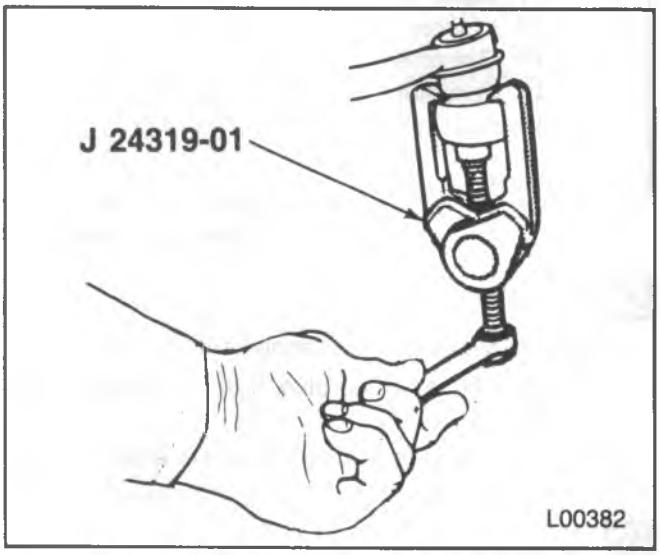

Figure 5—Separating Steering Linkage
3. Idler arm (1) from the relay rod (2). Use J 24319-01 (figure 5).
1. Inner tie rod (3) from the relay rod (2). Refer to "Tie Rod Replacement" in this section.
2. Nuts from the idler arm (1) and pitman arm (5) or relay arm (11) ball studs at the relay rod (2).
3. Relay rod (2) from the idler arm (1). Use J 24319-01 (figure 5).
4. Relay rod (2) from the pitman arm (5) or relay arm (11). Use J 24319-01 (figure 5).
2. Relay rod (2) or connecting rod (8) from the pitman arm (5). Use J 24319-01 (figure 5).